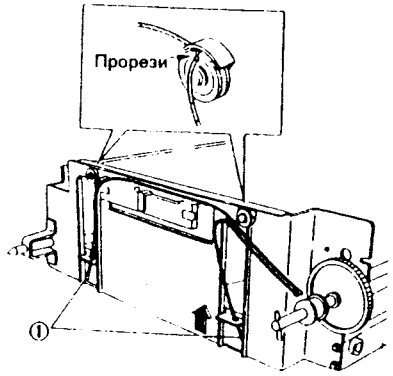

Рис. 9 NZM-0162
5. (Рис. 9): Снимите тросик.
①. Снимите длинный и короткий тросики (2) со шкивов, используя вырезы в шкивах, а затем тросики с нижней пластины.